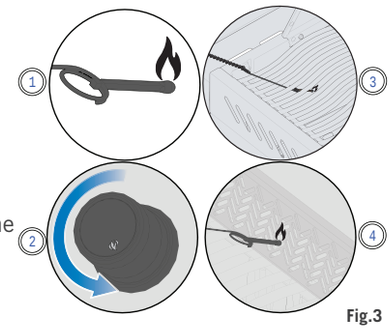

Fig.3
3. Pendant ce temps, tourner le bouton du brûleur correspondant vers la position HIGH. (Fig. 3)